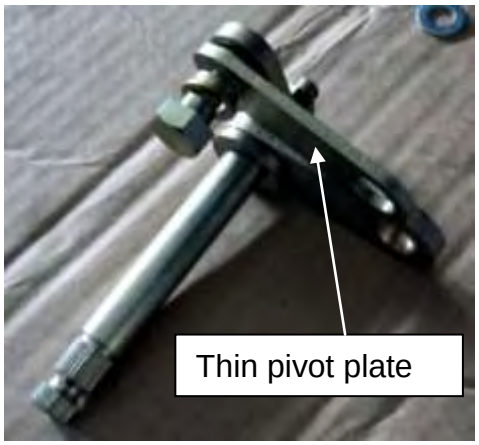
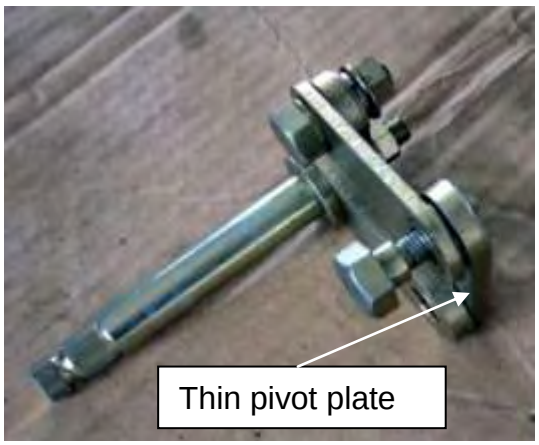

Figure 72
Figure 73
2) Install thin pivot plate and long crank. (see Figure 72 Figure 73